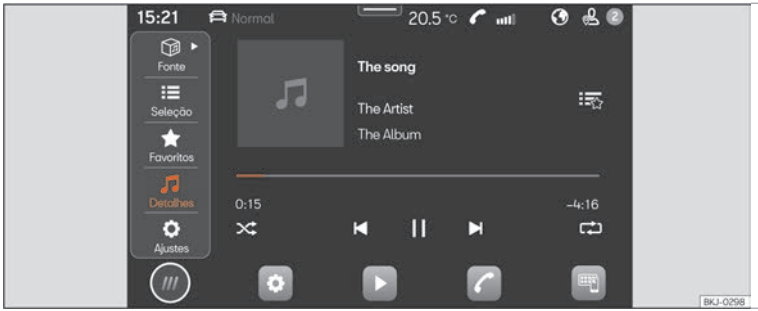

Fig. 130 Esquema: Vista Multimédia
- Pressione **HOME** > ▶ ››› **Fig. 130**.